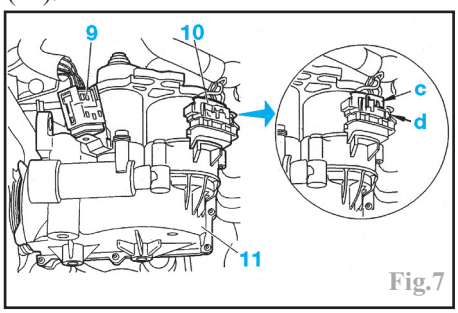

Fig.7
Débrancher les connecteurs (9) et (10) (Fig.7) :
Brancher les 2 connecteurs (9) et (10) de l'actionneur (Fig.7).
Brancher les connecteurs (9) et (10) (Fig.7).